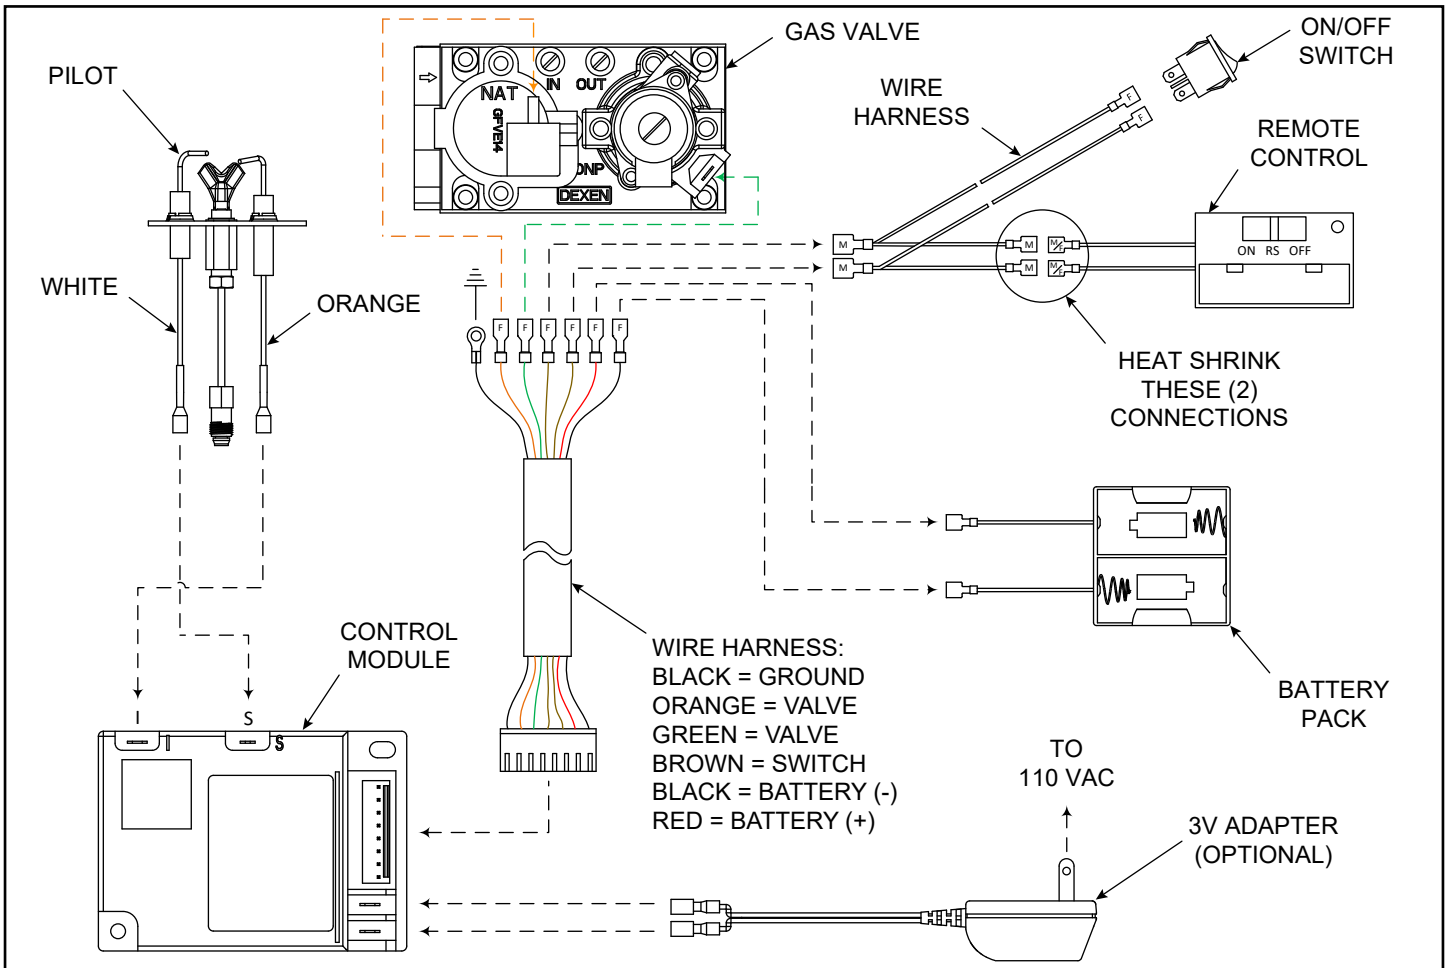

Figure 4.2 IPI Wiring Diagram
- The Remote Control can be incorporated into this system by connecting the remote or wall switch wires to the appliance switch wires as shown. See Figure 4.2.
1. Connect the On/Off Switch and Remote Receiver to appliance brown switch wires using the included wire harness as shown in Figure 4.2.